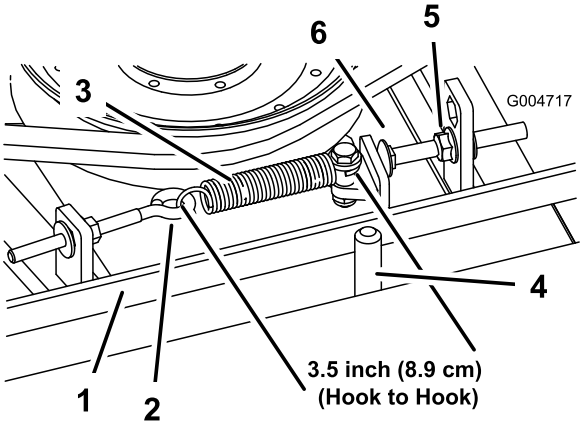

Bild 69
Bei richtiger Spannung sollte die Messung innen an der Verlängerungsfeder (Haken zu Haken) ungefähr 8,3 cm ± 9,5 cm betragen. Wenn die Federspannung richtig ist, stellen Sie die Anschlagschraube (Schlossschraube) ein, bis der Abstand zwischen dem Schraubenkopf und dem Spannarm ungefähr 2-55 mm beträgt (Bild 69).
Hinweis: Achten Sie darauf, dass der Riemen auf der Federseite der Riemenführung positioniert ist (Bild 69).
2. Lösen Sie den Augenbolzen, um die Verlängerungsfeder abzunehmen (Bild 69).
3. Lösen Sie die Bundmutter, mit der die Anschlagschraube an der Befestigungsnase befestigt ist, und schieben Sie die Spannscheibe vom Riemen weg, um die Riemenspannung zu lösen (Bild 69).
9. Setzen Sie die Verlängerungsfeder (Bild 69) wieder in den Augenbolzen ein und spannen Sie den Riemen wie folgt: